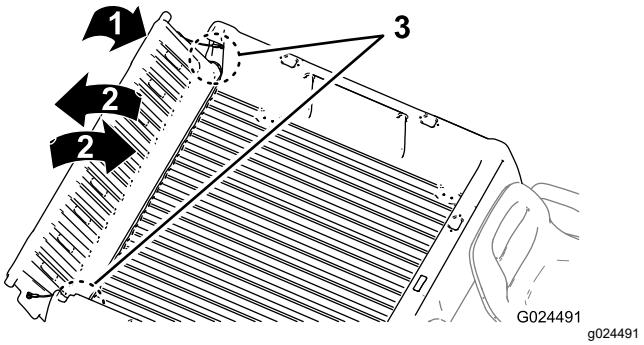

Figura 17
2. Rode a porta traseira para a posição de aproximadamente 45° (Figura 17).
3. Com um movimento breve e oscilante, rode a porta traseira para trás e para a frente várias vezes (Figura 17).